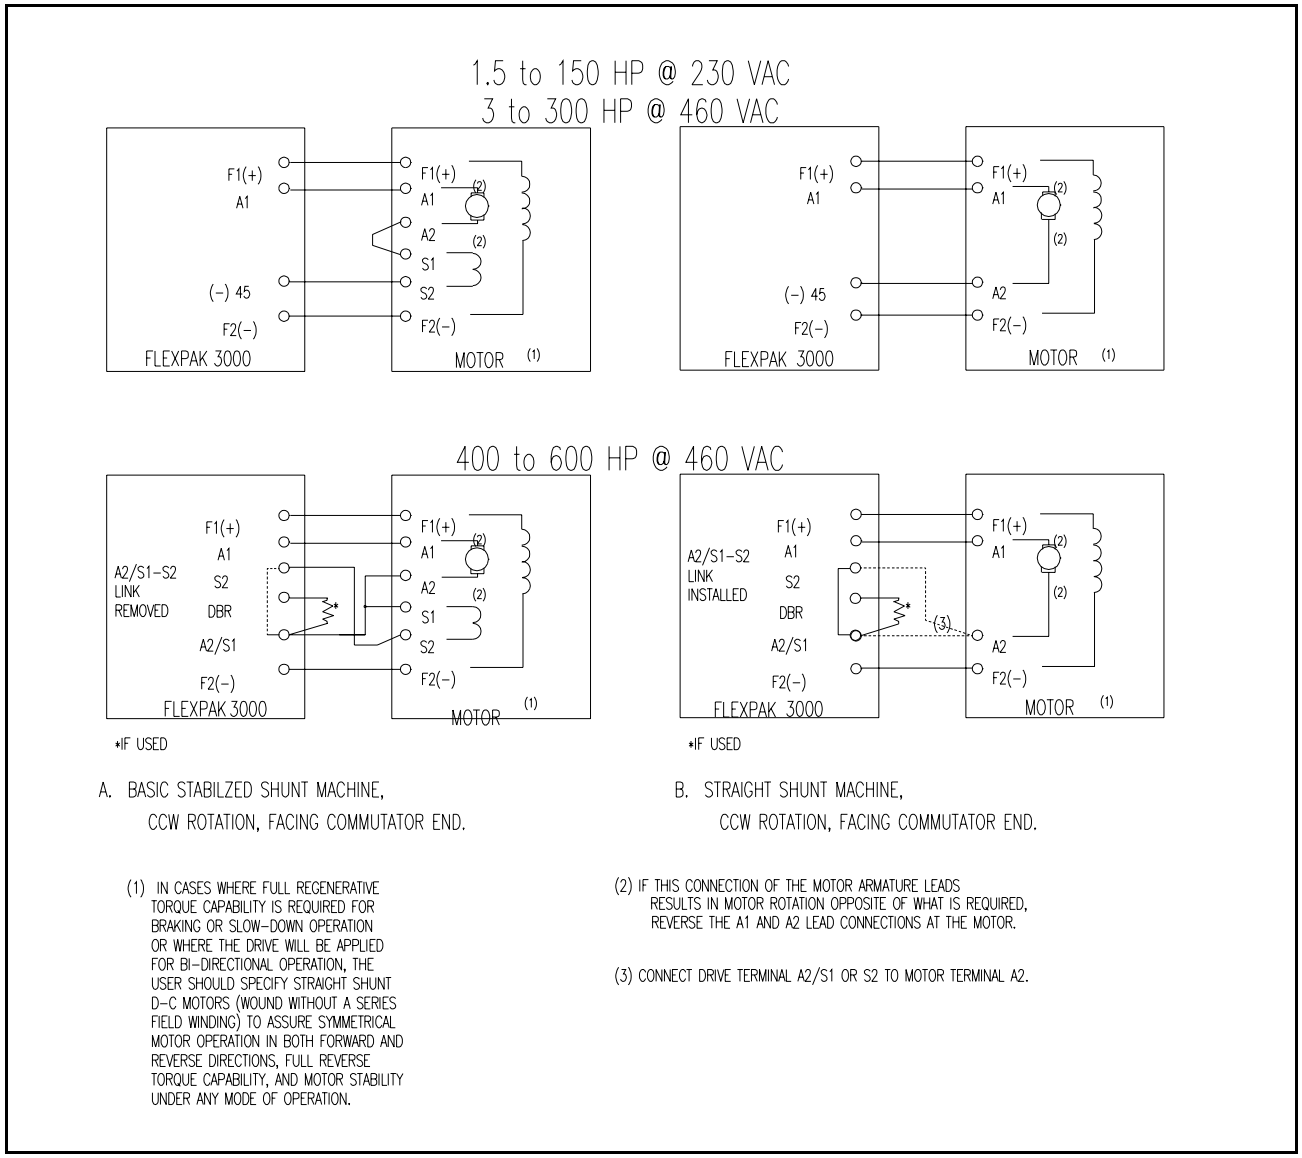

Figure 2.22 – DC Motor Connections (CCW Rotation Facing Commutator End Shown)
Step 3. Connect the DC motor armature leads and the shunt field supply leads to the drive. See figure 2.22.